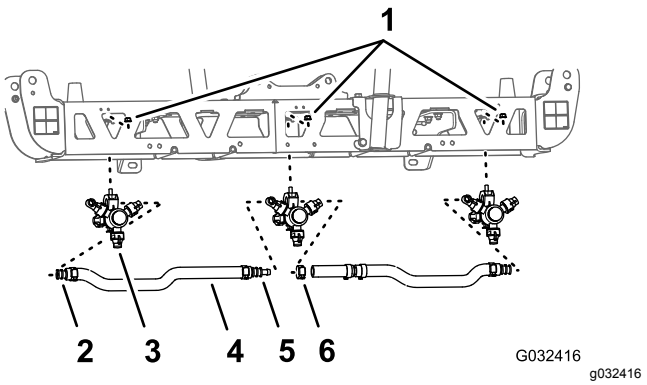
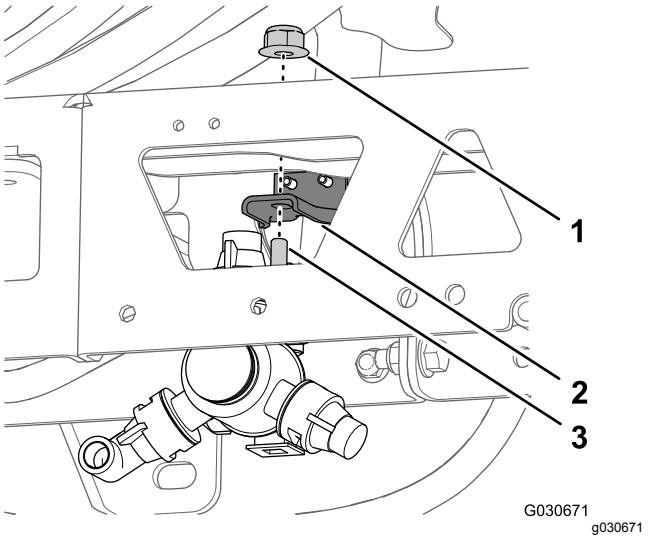

Rysunek 48
Rysunek 49
1. Na środkowej sekcji zraszania odkręć nakrętkę kołnierzową zabezpieczającą mocującą dyszę zraszacza do mocowania dyszy (Rysunek 48 oraz Rysunek 49).
3. Odłącz dyszę od środkowej sekcji zraszania (Rysunek 48 oraz Rysunek 49).
5. Odłącz węże (średnica wewnętrzna ¾ cala), króćce węży z występem, obejmy i trójnik z występem od środkowej sekcji zraszania (Rysunek 48).